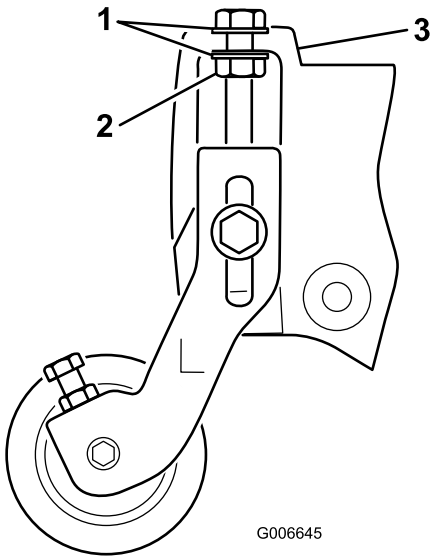

Figur 5
Obs: Brickorna på bultarna för klipphöjdsjustering ska placeras på var sida om sidoplåtens fläns (Figur 5).
10. Dra åt låsmuttern på bulten för klipphöjdsjustering tills brickorna får kontakt med sidoplåtsflänsen och vrid sedan tillbaka muttern 1/2 varv (Figur 5).